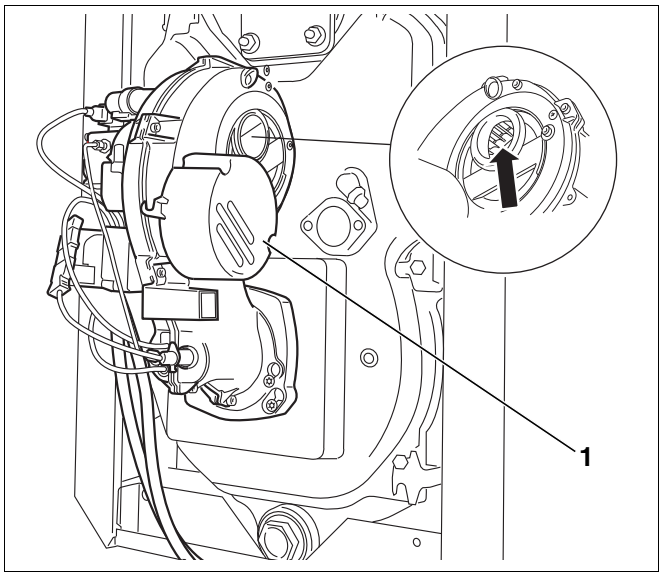

*Рис. 24 Проверка крыльчатки вентилятора*
- Глушитель на всасывании повернуть вниз (Рис. 24, **поз. 1**).
- Проверить загрязнение крыльчатки вентилятора (Рис. 24).